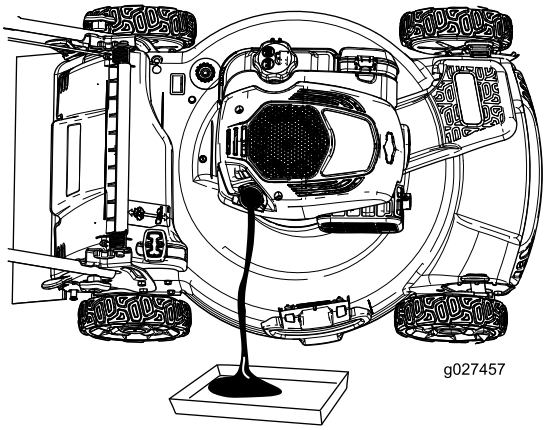

Figuur 33
7. Kantel de machine op zijn kant met de vulbuis omlaag om de gebruikte olie langs de vulbuis te laten uitlopen in een bak (Figuur 33).